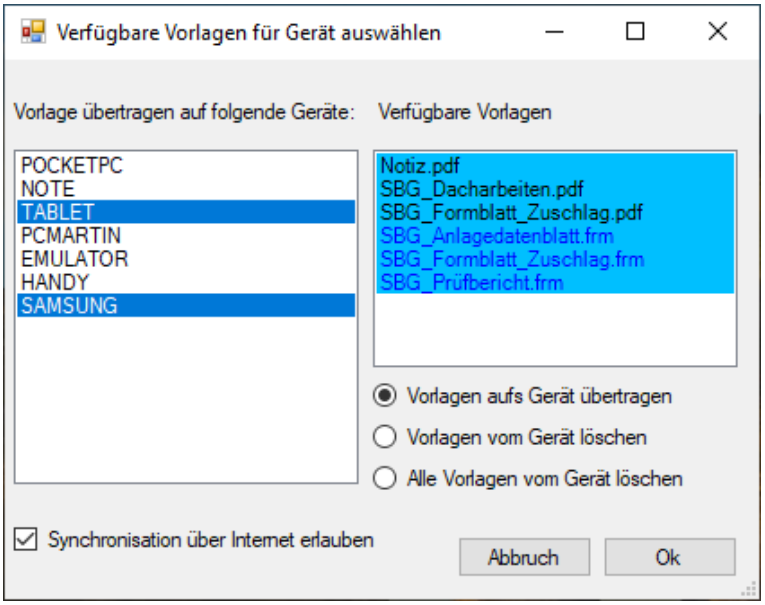

Abbildung 7: Übertragen der benötigten Formulare auf mobile Clients
1. **Winchim Remote Service** öffnen und unter „PDF-Befund/PDF-Vorlagen verwalten“ die benötigten Vorlagen installieren. Dabei sind die online verfügbaren Formulare in der linken Spalte, die bereits installierten in der rechten Spalte angezeigt. Zur Installation die benötigten Formulare **links** markieren und auf „Installieren“ drücken. (Die in Abbildung 7 rechts dargestellten Formulare **werden für Salzburg empfohlen**!)